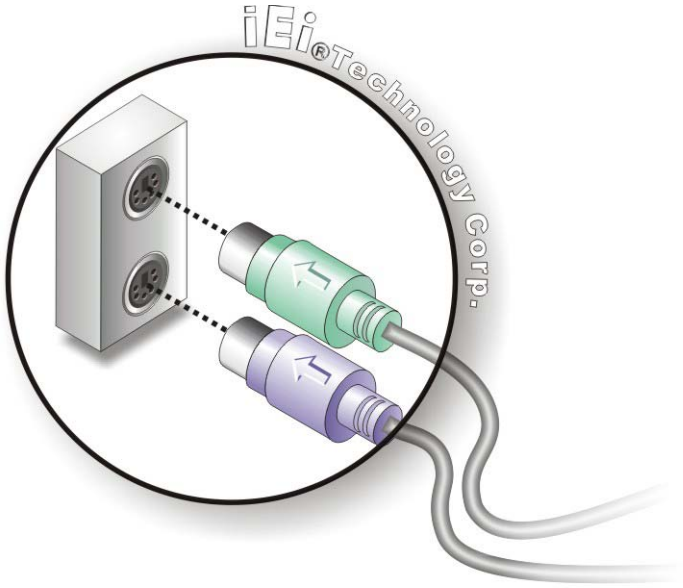

Figure 4-12: PS/2 Keyboard/Mouse Connector
Step 2: **Insert the keyboard/mouse connector**. Insert a PS/2 keyboard or mouse connector into the appropriate PS/2 connector on the external peripheral interface connector. See **Figure 4-12**.